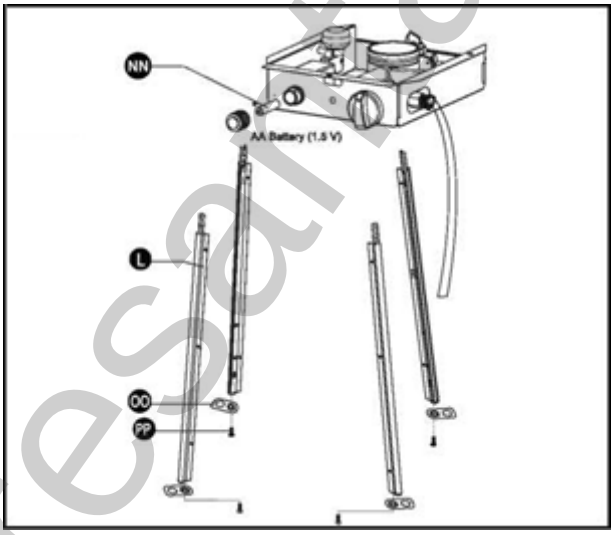

Рис. 5. Сборка нижней опоры.
2. Открутите фиксатор батарейки, установите батарейку типа AA в отсек для батареи (NN), затяните фиксатор (примечание: батарейка не входит в комплект обогревателя, приобретается отдельно). Прикрепите анкерный кронштейн 4 шт. (OO) к 4 шт. нижней опоре (L) с помощью 4 шт. винтов M6X12 (PP), как показано на Рис.5.
Вставьте штифты блока управления в сборе (K) в отверстия нижней опоры (L), нажмите, чтобы закрепить штифты. С помощью 4 шт. винтов 3/16" (HH) закрепите нижнюю опору (L) и блок управления в сборе (K), как показано на Рис.5.